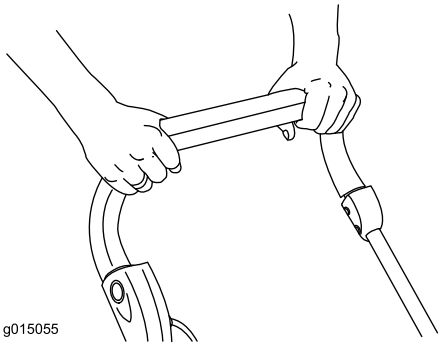

Figur 11
5. Håll styrstången mot handtaget och släpp upp knappen (Figur 11).